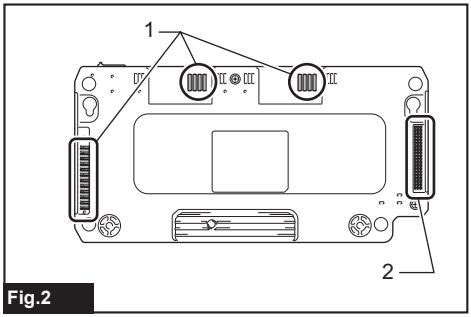

Fig.2
► **Fig.2:** **1.** Exhaust vent **2.** Intake vent